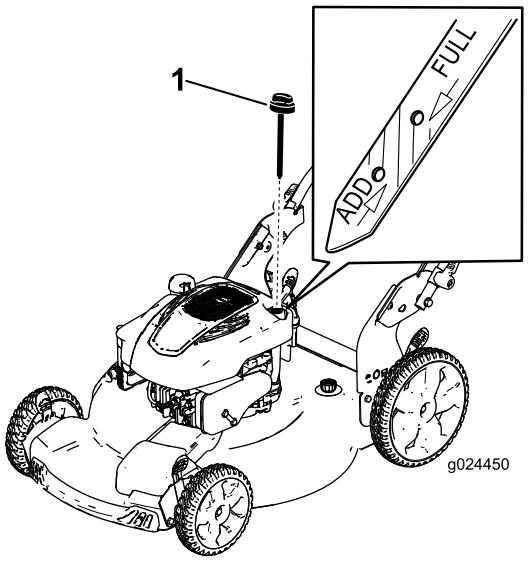

Figur 22
3. Tag målepinden ud (Figur 22).
10. Aflæs oliestanden på målepinden (Figur 22).